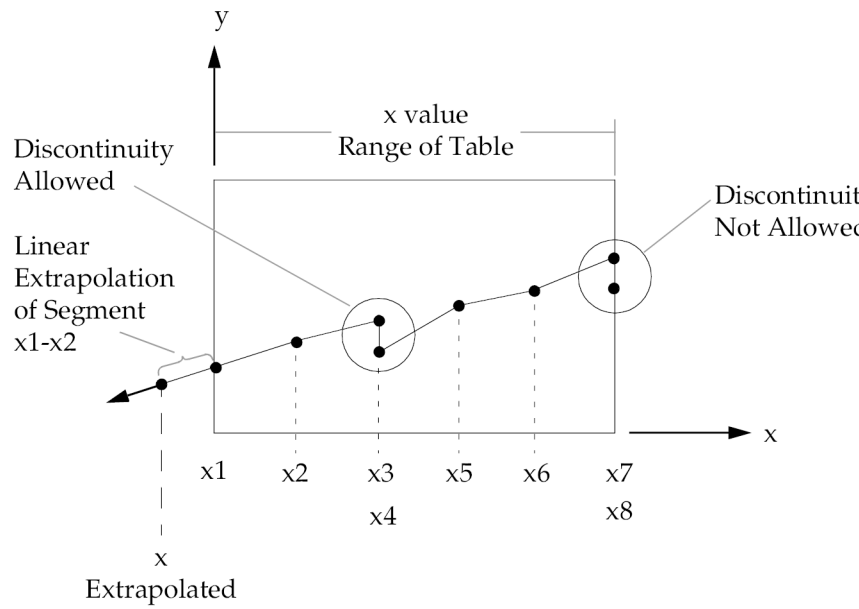

Figure 18-5. Example of Table Extrapolation and Discontinuity
2. Discontinuities may be specified between any two points except the two starting points or two end points. For example, in Figure 18-5, discontinuities are allowed only between points x2 through x7.
If the y-axis is a LINEAR axis, the value of y at x3 in Figure 18-5 is:
If the y-axis is a LOG axis, the value of y at x3 in Figure 18-5 is: